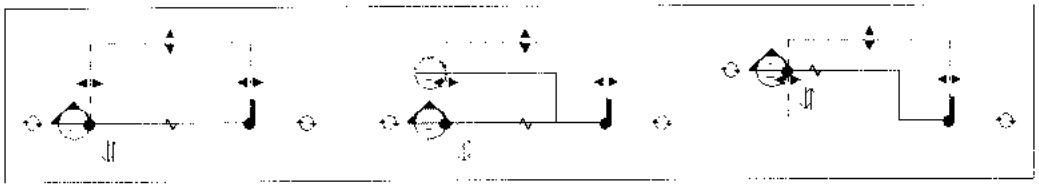

Рис. 5.12. *Создание дополнительного сегмента*
2. Щелкнуть указателем курсора на линии разреза в точке разделения на сегменты, переместить соответствующий сегмент в нужном направлении и закрепить его щелчком мыши (рис. 5.12).